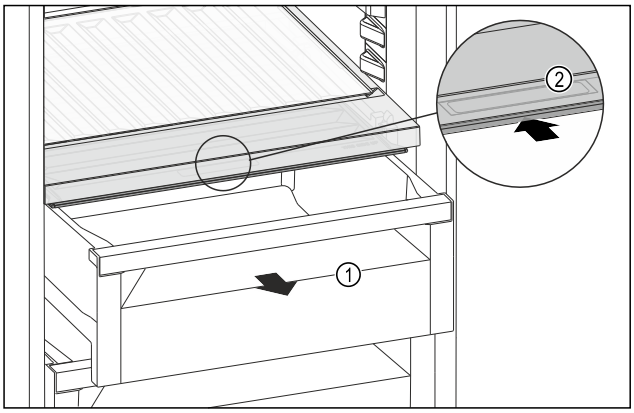

Fig. 230
▶ Schuifvak *Fig. 230 (1)* uittrekken.
▶ Greeplijst *Fig. 230 (2)* op het vakdeksel vastpakken en het vakdeksel gelijktijdig naar achteren schuiven.